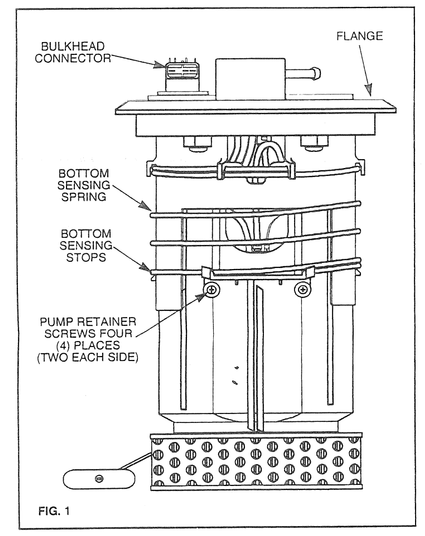

FIG. 1
1) Disconnect the fuel pump electrical plug from the bottom side of the bulkhead connector on the inside of the tank unit. Depress the lock release and slide the connector down off of the connector. (See Fig. 1)
2) Disconnect fuel pump outlet hose on the bottom of the tank unit flange. (See Fig. 1)
3) Compress the bottom sensing spring toward the top of the tank unit. This will allow room to remove the flange assembly. Carefully pry the two flange slide tracks over the bottom sensing stops and slide the flange assembly off of the lower portion of the tank unit. (See Fig. 1)
4) Remove the four (4) retainer screws from the lower portion of the tank unit. (See Fig. 1)
13) Reconnect the electrical connector to the bulkhead connector on the bottom side of the flange. (See Fig. 1)